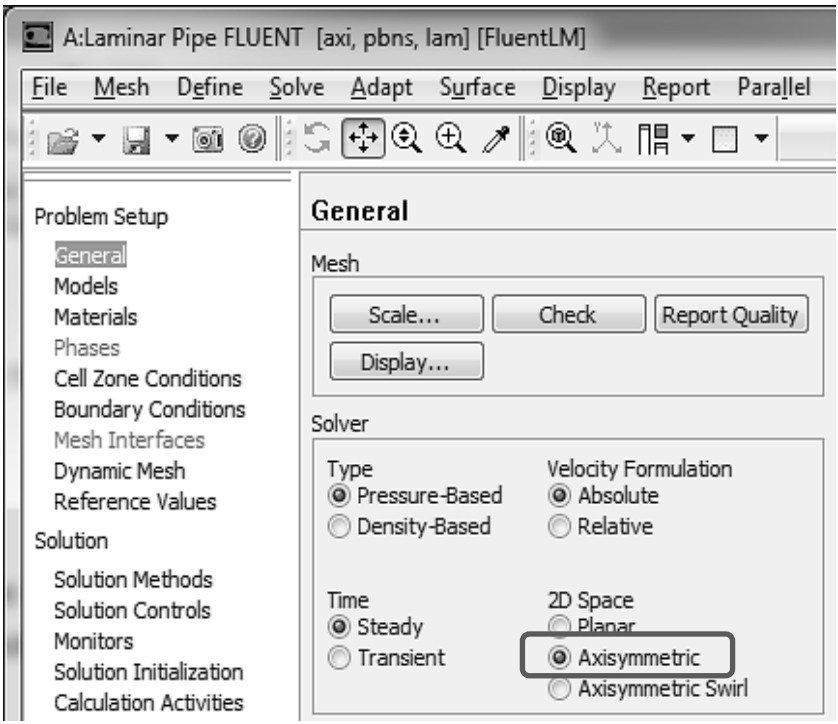

Рис. 38.
2) Выбираем Axisymmetric, рис. 38.